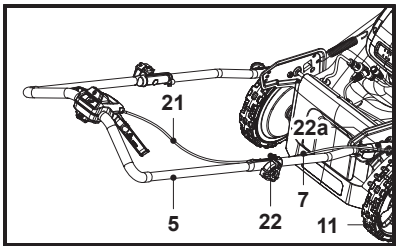

Rys. 4
6. Dołączyć linkę sterującą (21) za pomocą zacisku do linki (22) oraz mocowań linki (22a), które są fabrycznie założone na uchwyty (5, 7) (rys. 4).